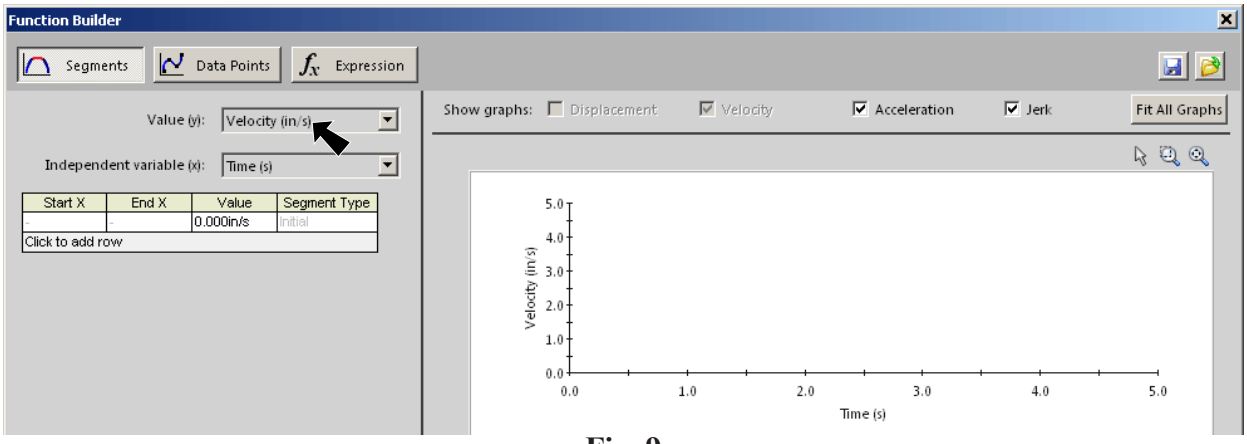

**Fig. 9**
Step 3. In the Function Builder dialog box set, **Fig. 9**